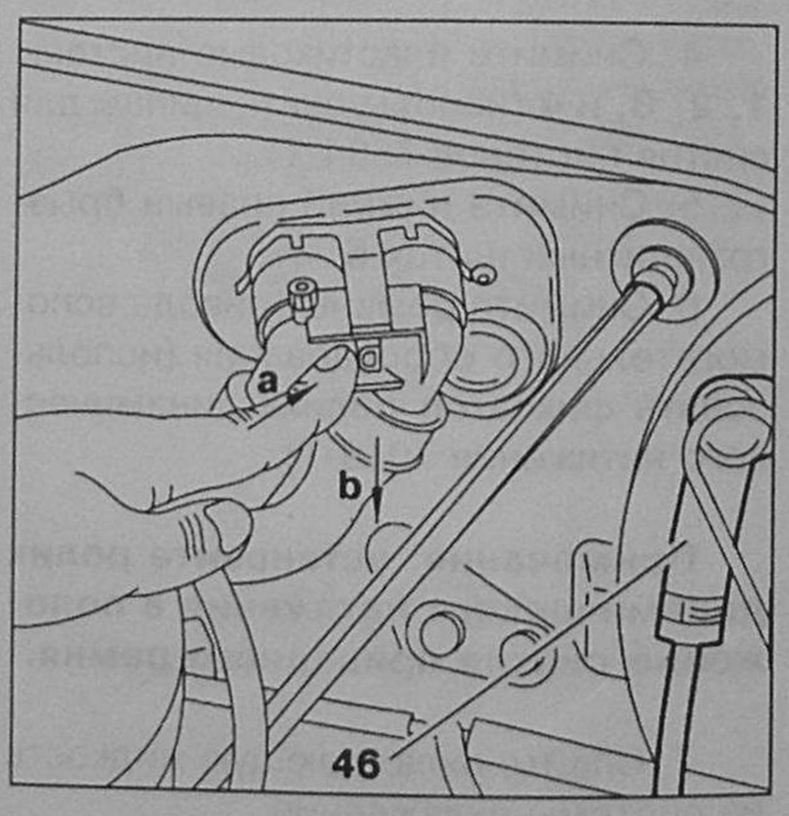

Рис. 6.82.
52. Отсоедините разъем-защелку трубок отопителя на задней стенке моторного отсека, отжимая фиксатор в направлении «a», затем потянув в направлении «b» (рис. 6.82).